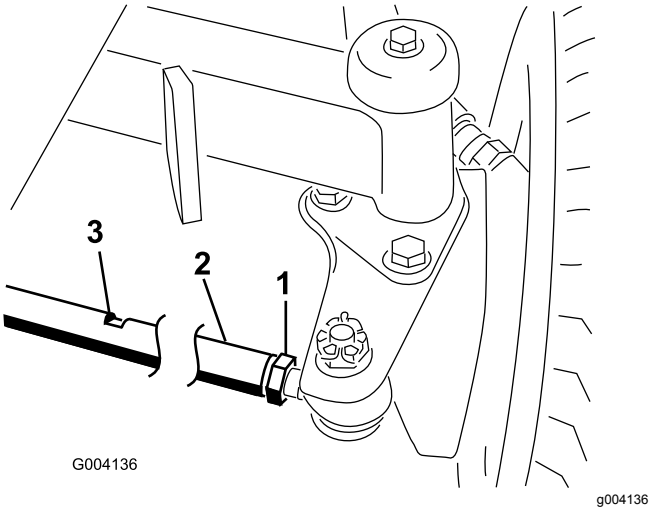

Figur 64
2. Lossa kontramuttern i båda ändar av dragstången (Figur 64).